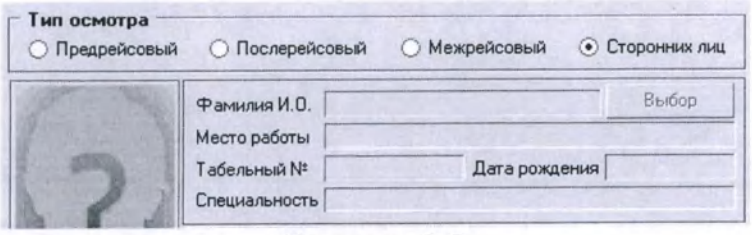

Рисунок 8.5
2.4.7.1 Для проведения осмотра сторонних лиц выберите соответствующий пункт в поле «Тип осмотра» (рисунок 8.5), расположенного в верхнем левом углу формы «Проведение обследования». Осмотр сторонних лиц не требует выбора и регистрации обследуемого. Проведение обследования, в данном случае осуществляется аналогично предрейсовому осмотру.